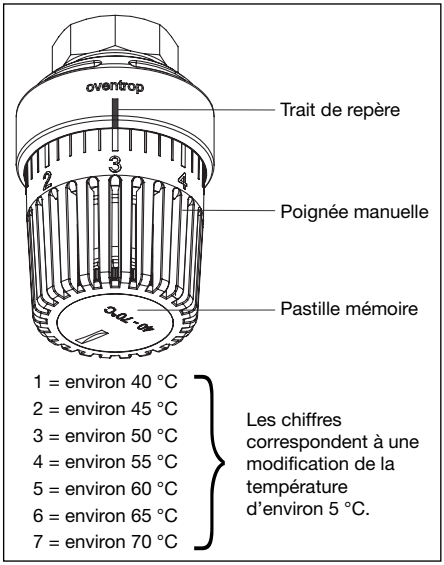

Fig. 8.4 Réglage de la température d'eau chaude sanitaire
- La température de soutirage doit atteindre la valeur souhaitée. Si nécessaire, contrôler le réglage au régulateur de température thermostatique (fig. 8.4).